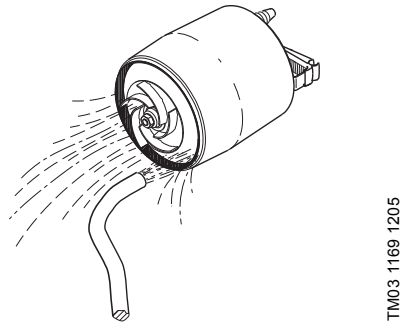

Рис. 13 Промывка рабочего колеса
4. Промыть водой и очистить насос от возможных загрязнений между электродвигателем и корпусом. Промыть рабочее колесо (см. рис. 13).